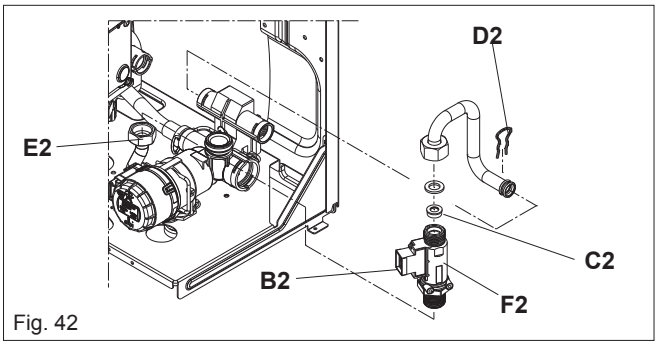

Fig. 42
6.22 DHW FLOW SWITCH (fig. 42)
6.23 DHW FLOW RESTRICTOR (fig. 42)